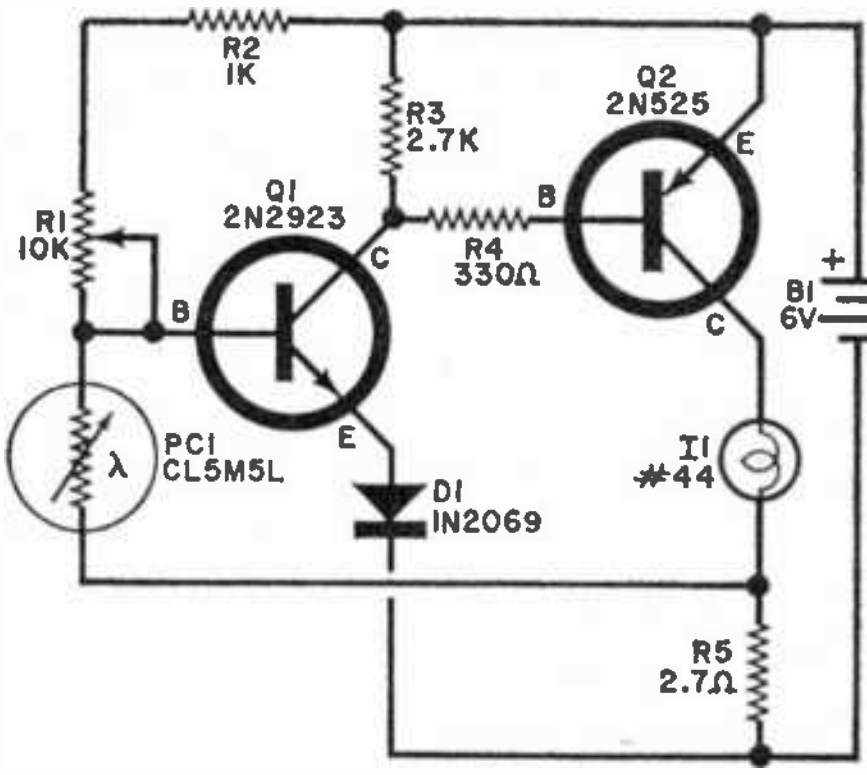

Fig. 2. Photocell circuit is used to turn a lamp on at dusk, off at dawn with low current drain.
**Manufacturer's Circuit.** One of over a half-dozen designs featuring photocell applications, the automatic barrier lamp circuit shown in Fig. 2 was abstracted from the *Application Notes* published by Clairex Electronics, Inc. (1239 Broadway, New York, N. Y. 10001). In operation, the lamp (*I1*) goes on at dusk, off at dawn, with the daylight current drain less than one percent of the night drain. The basic circuit can be used in a variety of useful projects—in an automatic signal light for a driveway or boat dock, for example, or even for a "night light" on camping trips.
Referring to Fig. 2, *Q1* and *Q2* form a complementary direct-coupled amplifier.